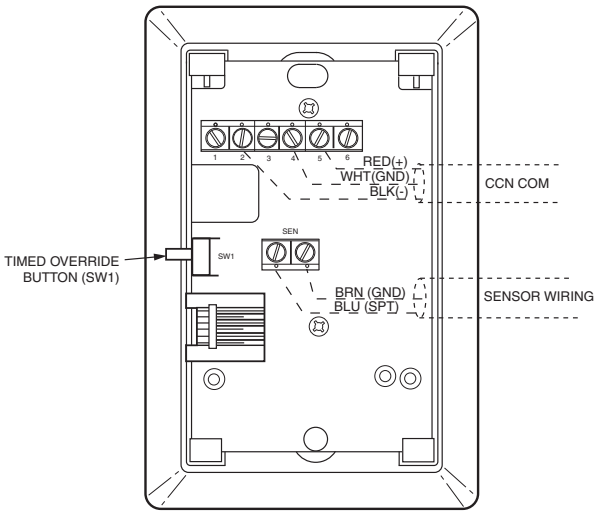

Fig. 11 — Space Temperature Sensor Typical Wiring (33ZCT55SPT)
- Space temperature sensor (33ZCT55SPT) with timed override button (see Fig. 11)